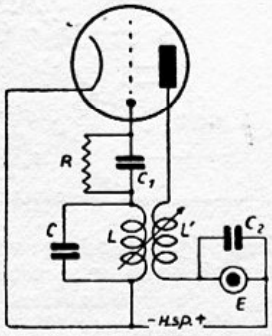

Fig. 64. Detector met regelbare terugkoppeling door verandering van de koppeling tusschen L en L′.
W. — Toch is het erg eenvoudig: je behoeft alleen maar de koppeling tusschen de beide kringen variabel te maken, bijvoorbeeld de plaatspoel L′ beweegbaar ten opzichte van de roosterspoel L. Dit is (fig. 64) het schema voor den detector met terugkoppeling, die een jaar of tien geleden de genoegens mogelijk maakte van alle luisteraars. Het is een lamp als zg. „rooster-detector" gemonteerd. In den plaatkring is een spoel L′ ten opzichte van de roosterspoel L beweegbaar (zooals de pijl aanduidt, die dwars door de spoelen is geteekend).